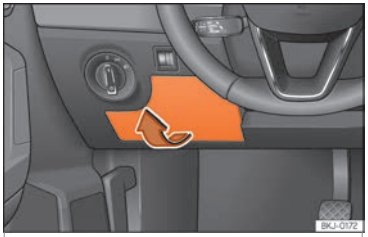

Fig. 64 No painel de instrumentos do lado do condutor: tampa da caixa de fusíveis.
- Abrir: retire a tampa da caixa de fusíveis no sentido da seta ››› Fig. 64.